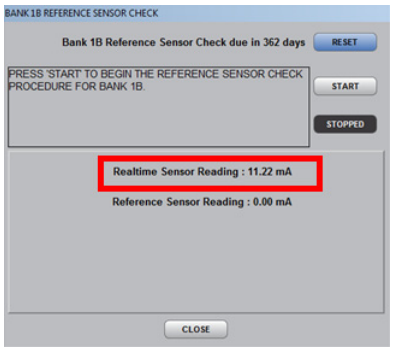
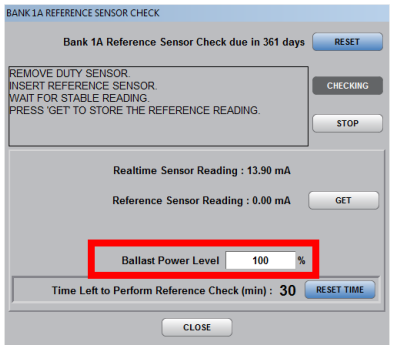

Figure 1 Realtime Sensor Reading
Figure 3 Reference Sensor - Ballast Power Level
2. If the Realtime Sensor Reading (Figure 1) is greater than 19mA, and the UV bank mode is in Local ON, change the UV bank mode to Remote ON or Remote Auto.
4. If the Realtime Sensor Reading (Figure 1) is greater than 19mA, reduce power in 10% increments (Figure 3) until the reading is equal to or lower than 19mA.